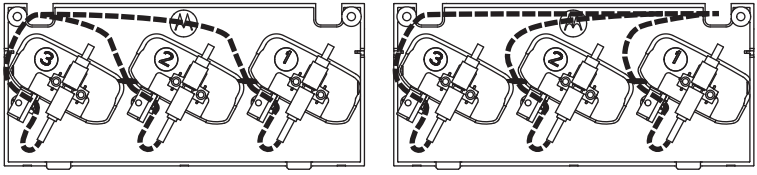

Afbeelding 12: Plaats de USB-kabel op de juiste wijze, afhankelijk van de locatie van de kabel.
3. Sluit de programmeerkabel aan op de USB-aansluiting op de onderkant van het opladercompartiment en plaats de kabel(s) zoals in Afbeelding 12.